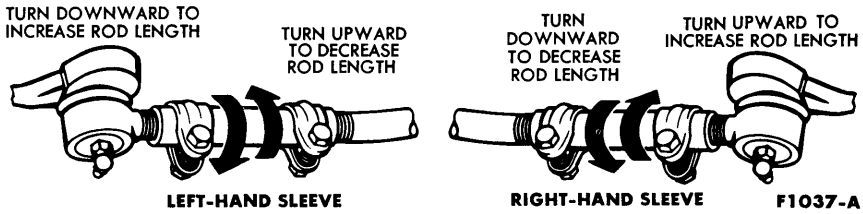
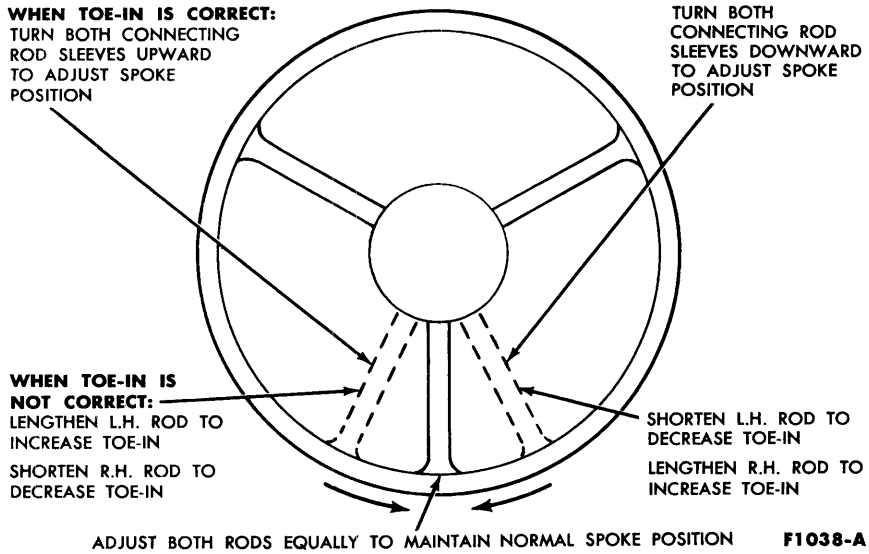

FIG. 4—Spindle Connecting Rod Adjustments
FIG. 5—Toe-In and Steering Wheel Spoke Alignment Adjustments
2. Adjust toe-in. If the steering wheel spokes are in their normal position, lengthen or shorten both rods equally to obtain correct toe-in (Fig. 4). If the steering wheel spokes are not in their normal position, make the necessary rod adjustments to obtain correct toe-in and steering wheel spoke alignment (Fig. 5).
3. Recheck toe-in and steering wheel spoke alignment. If toe-in is correct and the steering wheel spokes are still not in their normal position, turn both connecting rod sleeves upward or downward the same number of turns to move the steering wheel spokes (Fig. 5).